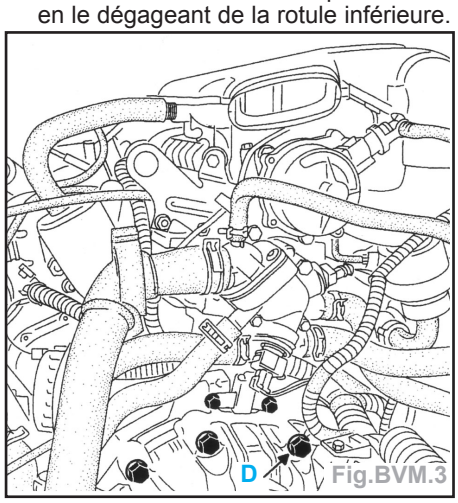

Fig.BVM.3
- les vis supérieures de tour de boîte et de démarreur (dévisser au maximum la vis **D**) (Fig.BVM.3),